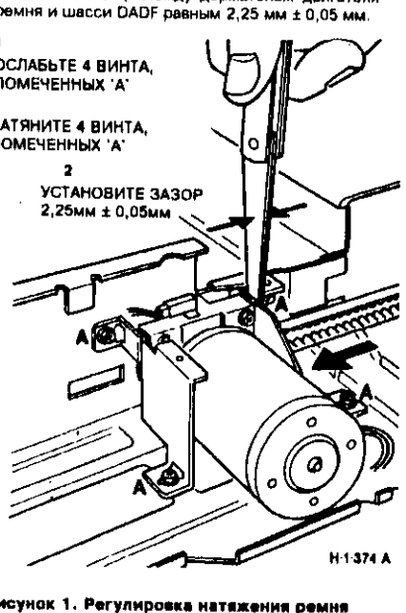

Рисунок 1. Регулировка натяжения ремня привода DADF
3. (Рисунок 1) С помощью калибровочных щупов установите зазор между держателем двигателя ремня и шасси DADF равным 2,25 мм ± 0,05 мм.